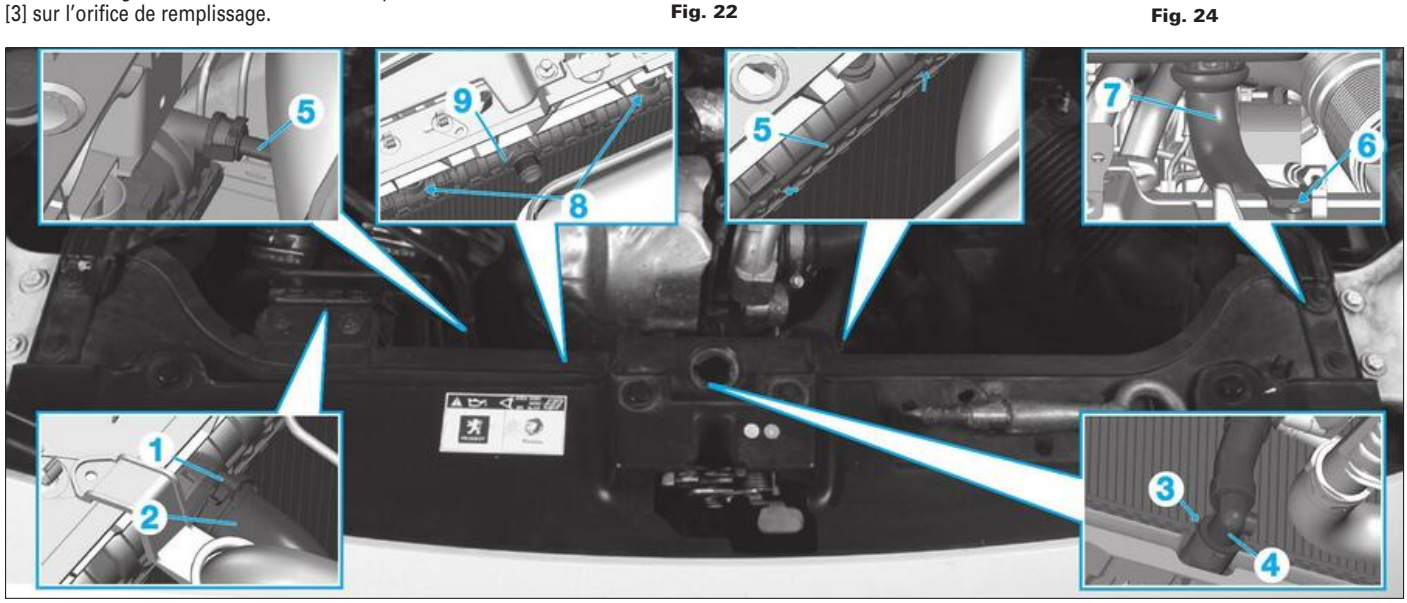

**Fig. 25**
- le collier (1) de la durit supérieure (2) **(Fig.25)**,
- l'agrafe (3) de la durit inférieure (4).
• Dégrafer le tuyau de dégazage (5) du radiateur.
• Déposer la vis de fixation (6) du tube (7).
• Dégrafer les bagues supérieures (8) du radiateur de refroidissement (9).